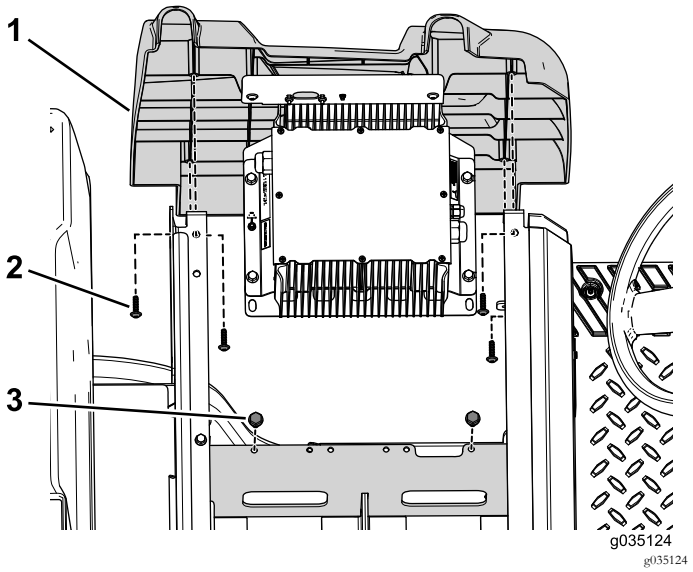

Figur 55
4. Ta bort de två skruvarna som håller fast laddarens fäste på batteribrickan (Figur 55).
5. Ta bort de fyra självgängande skruvarna som håller fast den vänstra sidokåpan på maskinen (Figur 55).